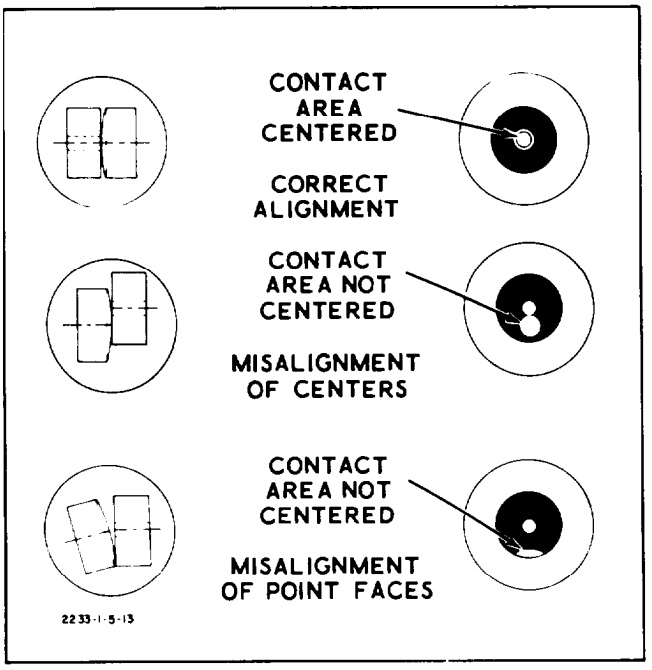

Figure 4-48. Breaker Point Alignment
a. Turn the cam so that the breaker points are closed and check the alignment of the points. Contact area should be centered. See figure 4-48.